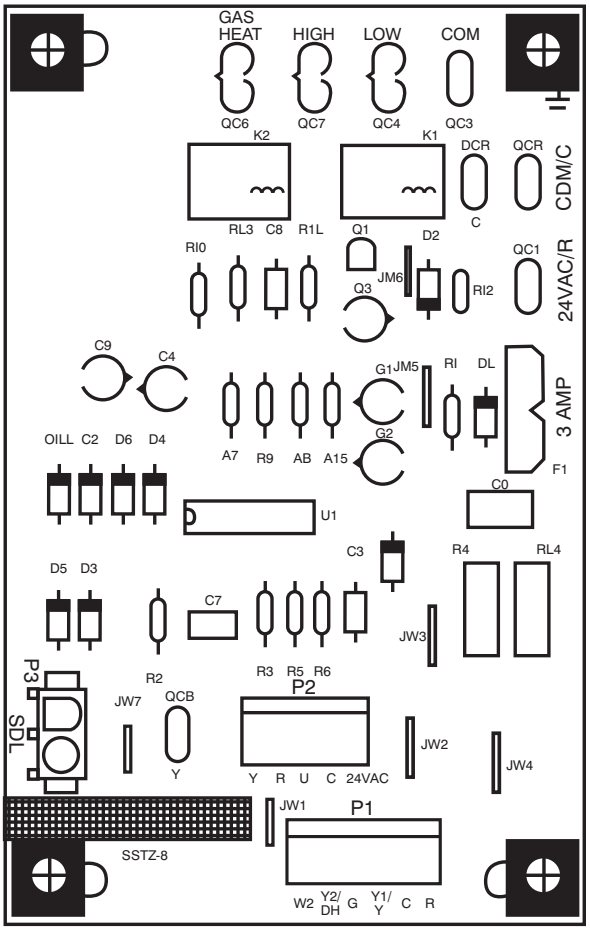

Fig. 13 - Interface Fan Board (IFB)
This unit is factory-set up for use with a single cooling fan speed. The cooling speed is marked "LOW" on the interface fan board (IFB) (Fig. 13) . The factory-shipped settings are noted in Table 7. There are 3 additional speed tap wires available for use in either gas heating or cooling (For color coding on the indoor fan motor leads, see Table 6). The additional 3 speed tap wires are shipped loose with vinyl caps and are located in the control box, near the interface fan board (IFB) (Fig. 13).
2. Remove the current speed tap wire from the "LOW" terminal on the interface fan board (IFB) (Fig. 13) and place vinyl cap over the connector on the wire.
1. Remove fan speed tap wire from the "LOW" terminal on the interface fan board (IFB) (Fig. 13).
When the DEHUM feature is not used, the continuous fan speed will be the same as cooling fan speed. When the DEHUM feature is used, the continuous fan will operate on IFB "LOW" speed when the DH control lead is not energized, or IFB "HIGH" speed when the DH lead is energized (see Fig. 13).